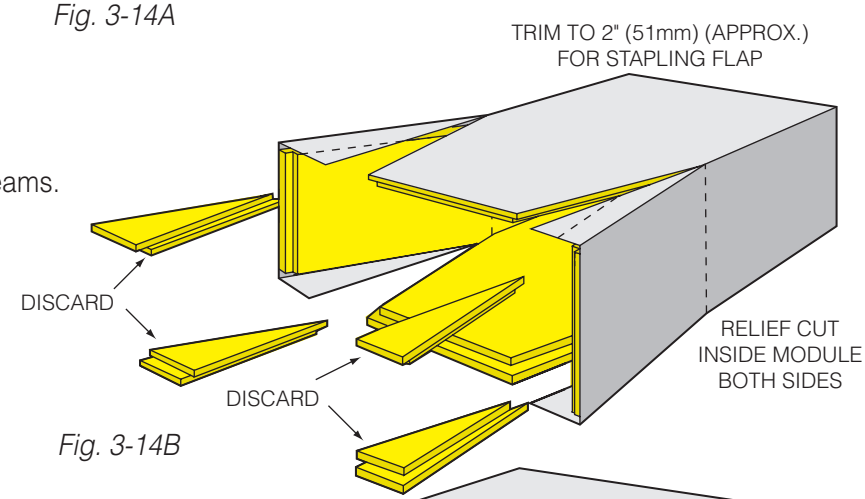

Fig. 3-14B
2. Use hand shiplap tool to cut through insulation and facing along dashed lines (Fig 3-14B). Maintain shiplap orientation of original module.
4. Make relief cut (Fig.3-14B) inside duct if required for panels to conform to transition angles.